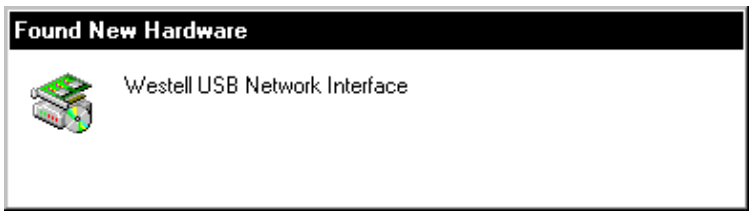
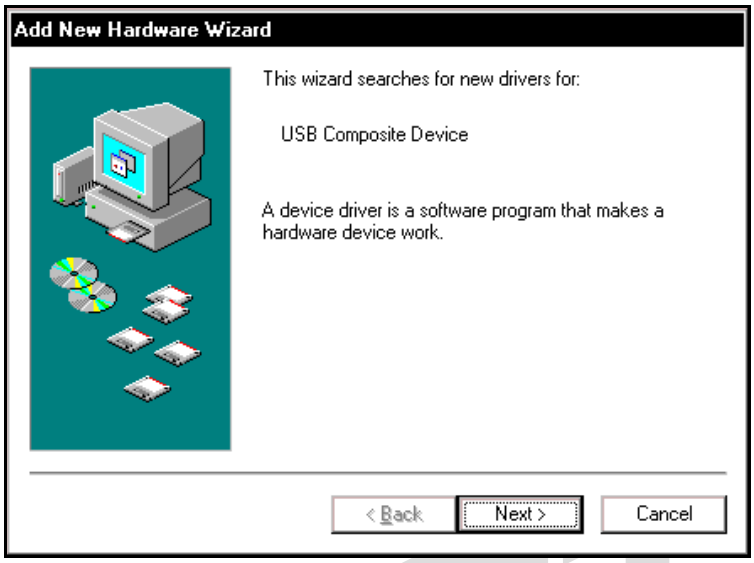

Figure 3. Windows 98 SE
Figure 4. Windows 98 SE
1. **Windows 98 SE:** After you connect the Router to your PC, the **Found New Hardware** window will appear (Figure 3). After a brief delay, the Add **New Hardware Wizard** window will appear (Figure 4) Click **Next**.